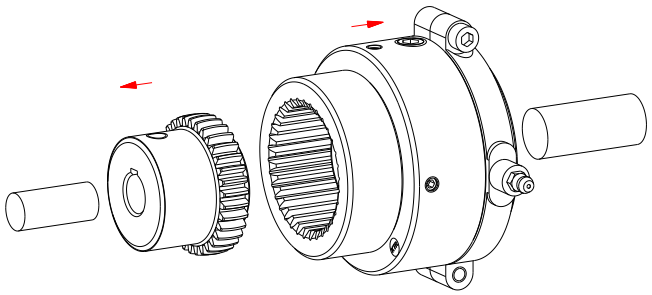

rysunek 14: montaż piasty i elementów przełączających
- Zamontować piastę (element 1) na wale strony napędzającej, a zespół rozłączny (element 2) na wale strony napędzanej (patrz rysunek 14).